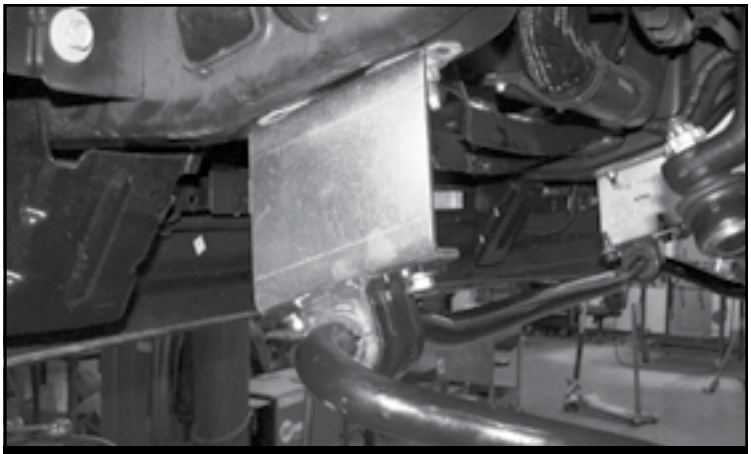

*FIGURE 30 - STEP 31*
31. Install FT30630 (Driver) & FT30629 (Passenger) Sway bar drop brackets using the factory hardware. Torque to 35 ft-lbs. Reinstall the front sway bar to the end links using the supplied 7/16" hardware torque all hardware to 83 ft-lbs. Reconnect the sway bar to the end links. Torque to 59 ft-lbs **SEE FIGURE 30**